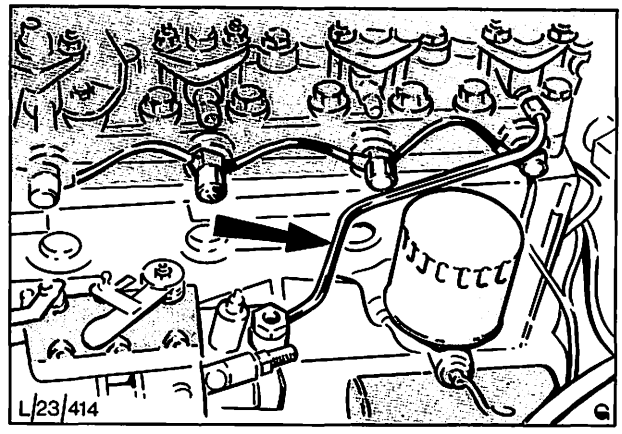

Abb. 37 Entfernen der Einspritzleitung
11. Alle vier Einspritzleitungen entfernen, Abb. 37, und die Anschlußöffnungen verschließen, um das Eindringen von Schmutz zu verhindern.